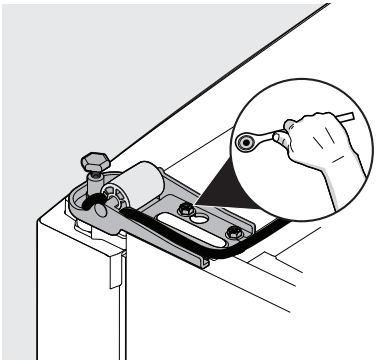

Figura 4
7. Quite la bisagra inferior usando una llave de 5/16” (8mm) (vea la figura 4).